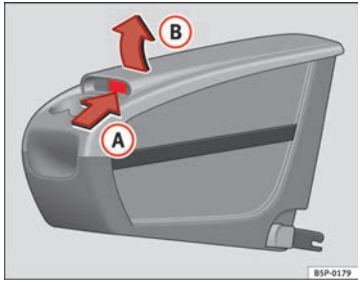

Fig. 112 Cassetto portaoggetti estraibile. Apertura
– Sollevare il coperchio (B) utilizzando il pulsante (A) ⇒ fig. 112.